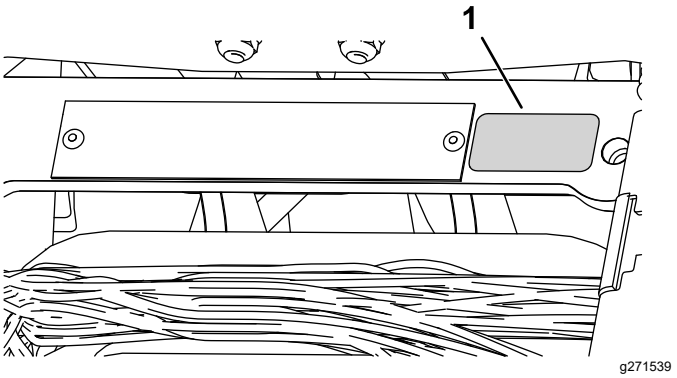

Figur 13
- Fastgør mærkaten med produktionsåret tæt på serienummerpladen (Figur 13).